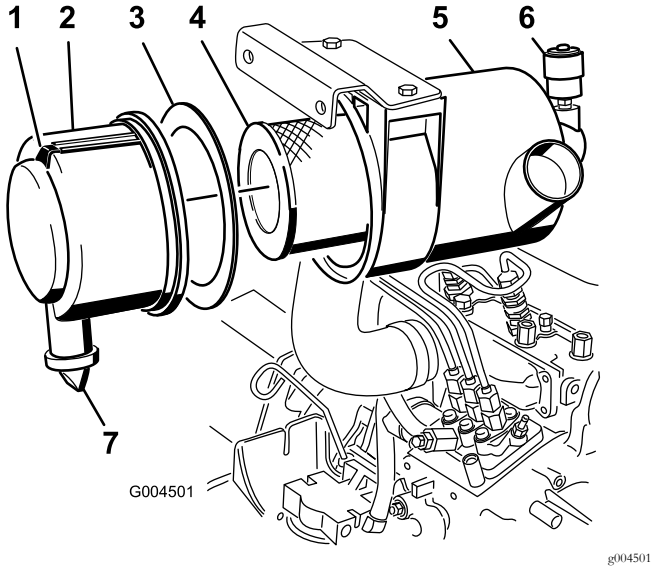

Figur 35
3. Overhal filtrene i luftrenseren når luftrenserindikatoren viser rødt eller hver 400. time, og vedlikehold oftere under ekstremt støvete eller skitne forhold (Figur 35).